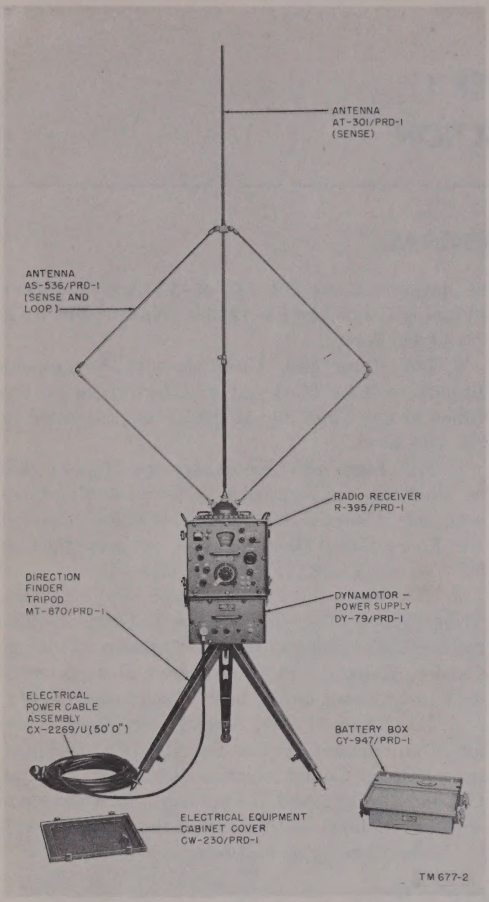

Figure 2. Direction Finder Set AN/PRD–1, major components.
b. The major parts of the equipment (fig. 2) are Antenna AS–536/PRD–1, Antenna AT–301/PRD–1, Radio Receiver R–395/PRD–1, Dynamotor-Power Supply DY–79/PRD–1, Battery Box CY–947/PRD–1, Direction Finder Tripod MT–870/PRD–1. A number of additional components are listed in paragraph 9. General descriptions of the major components of the equipment are given in paragraphs 11 through 16.